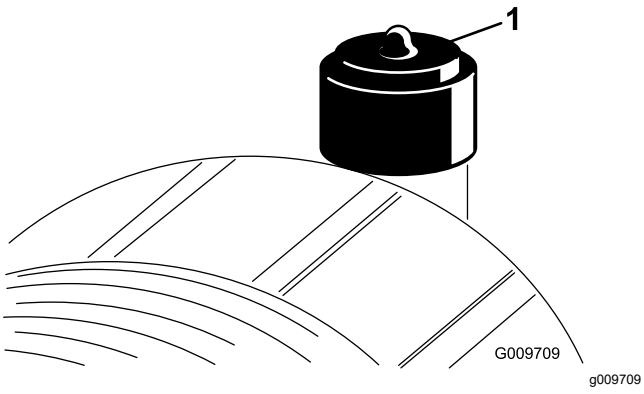

Figuur 52
Geef het luchtfilter uitsluitend een onderhoudsbeurt als de onderhoudsindicator (Figuur 52) dit aangeeft. Als u het luchtfilter vervangt voordat dit nodig is, wordt alleen maar de kans vergroot dat er vuil in de motor komt als het filter wordt verwijderd.
8. Stel de indicator (Figuur 52) opnieuw in als deze rood is.